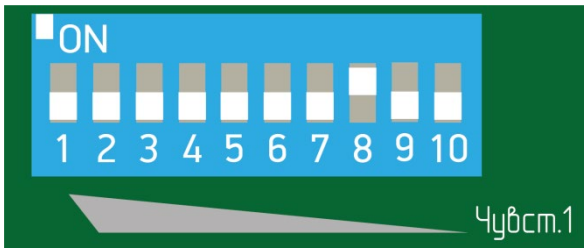

Рисунок 7.14
– установить флажок 8 переключателя регулировки чувствительности в положение «ON» (верхнее положение), все остальные флажки в нижнее положение (рисунок 7.14);